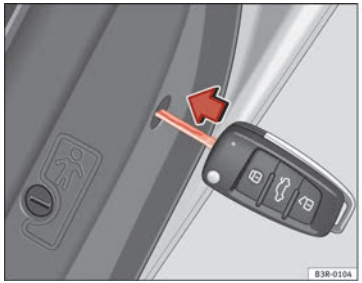

Fig. 73 Activating manual locking
– Insert the key into the slot inside ⇒ Fig. 73 and turn it as far as the stop, i.e. about 90 degrees to the right (doors on right side) or to the left (door on the left side).